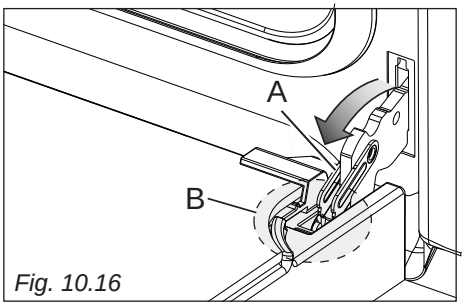

*Fig. 10.16*
- Open the lever "**A**" completely on the left and right hinges (fig. 10.16).